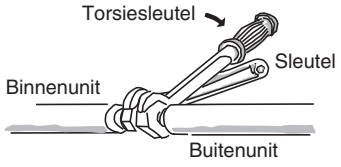

Afb. 5-6
(2) Gebruik de opgegeven aandraaikracht om de afsluitende moeren en wartels vast te draaien.
- Gebruik 2 instelbare steeksleutels (baco's) bij het verwijderen van de moeren en wartels van de verbindingen, of wanneer u ze na het verbinden van de leidingen weer vastzet. (Afb. 5-6) Als de afsluitende moeren en wartels te vast worden gedraaid, kan de tromp beschadigd raken, wat kan leiden tot lekkage van koelmiddel en tot letsel of verstikking van aanwezigen in de ruimte in kwestie.